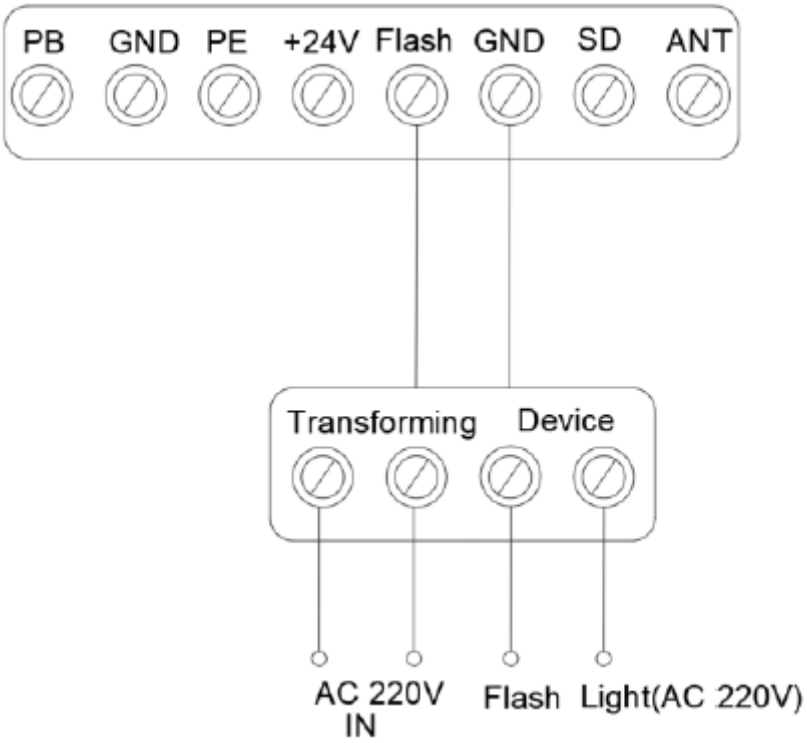

Rysunek 24
2. Funkcja światła błyskowego. (rys. 24, rys. 25)
3. Zabezpieczenie drzwi przejściowych (SD) (rys. 24, rys. 25).